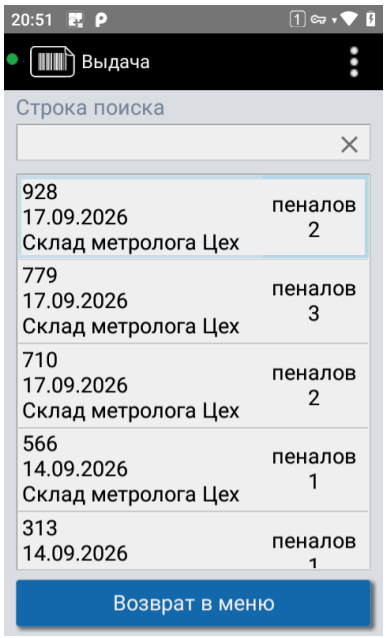

Рисунок 46. Документы, готовые к передаче в цех
2. Выберите документ (см. Рисунок 46) и нажмите «Выдать».